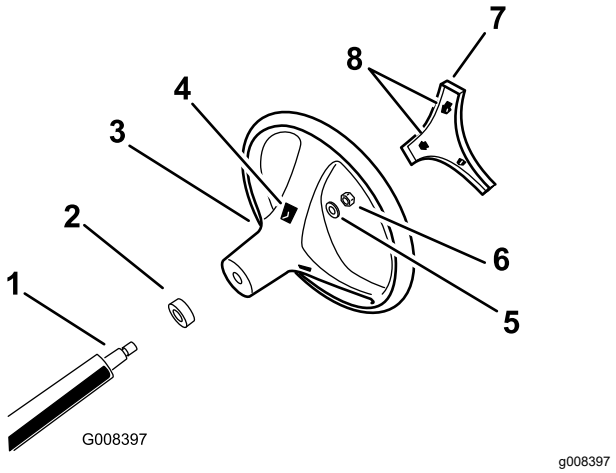

**Figur 3**
4. Fäst ratten vid axeln med låsmuttern (Figur 3). Dra åt låsmuttern till 24–29 Nm.
5. Rikta in kåpans flikar efter skårorna i ratten och snäpp fast kåpan på rattnavet (Figur 3).